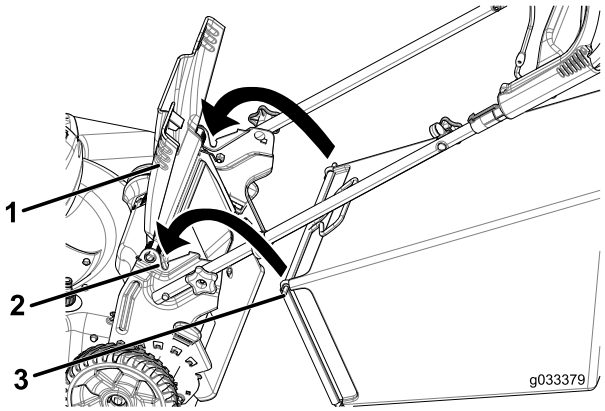

Figur 22
1. Løft og hold oppe den bakre avlederen (Figur 22).
2. Monter gressposehåndtaket, og påse at pinnene hviler i hakkene på håndtaket (Figur 22).